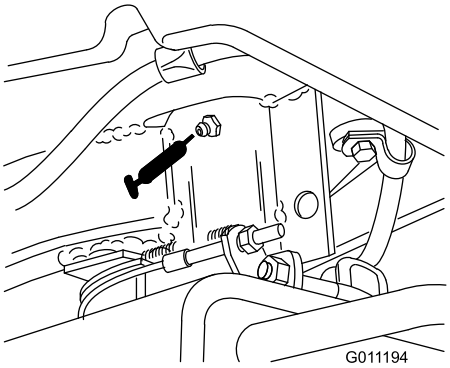

Figur 26
- Styregaffelens aksel (1) (Figur 26)